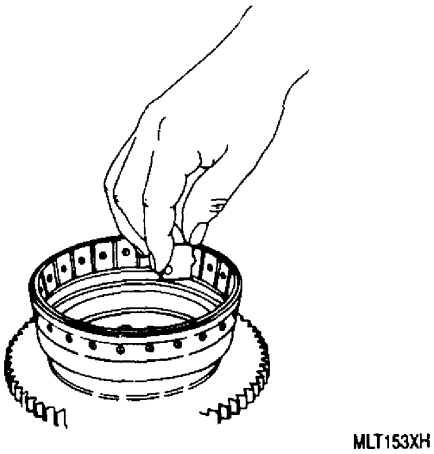

Figure 9. Checking Depth of Facing Rivet Head with 6796372 Gage
(1) Check rivet head minimum depth using 6796372 gage as shown (figure 9).